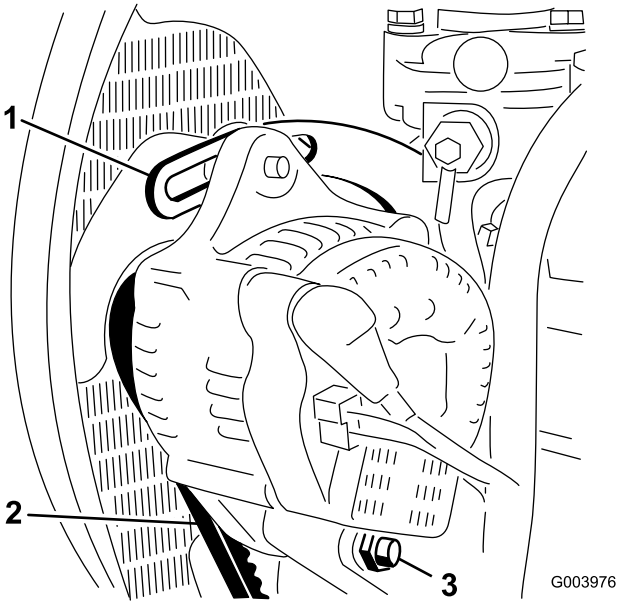

Figur 66
2. Kontrollera generatorremmens spänning genom att trycka ner remmen (Figur 66) mittemellan generatorn och vevaxelskivorna med en kraft på 10 kg.
3. Lossa den bult som håller fast staget på motorn (Figur 66), den bult som håller fast generatorn på staget samt axelbulten.